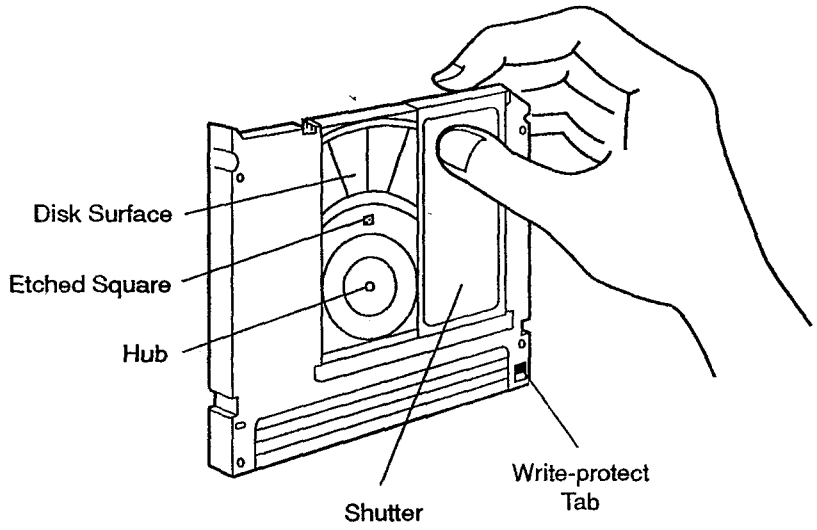

Figure 8-7. Exposing the Optical Cartridge Disk Surface
1. With the back of the optical cartridge facing you, slide the shutter to the right to expose the disk surface inside the optical cartridge. Figure 8-7 shows how to expose the disk surface.